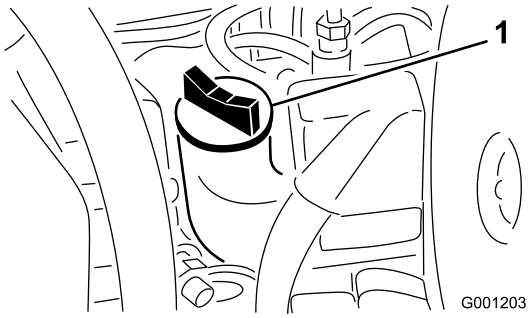

Figur 23
5. Om oljenivån inte når upp till markeringen Full på oljestickan (Figur 23), fyller du på olja tills nivån når upp till markeringen. **Fyll inte på för mycket.**.